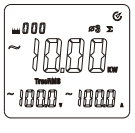

rys. 8-6
* Aby zmierzyć całkowitą moc trójfazową, naciśnij przycisk Σ ponownie, aby zapisać w sumatorze moc trzeciej fazy, (patrz rys. 8-6).